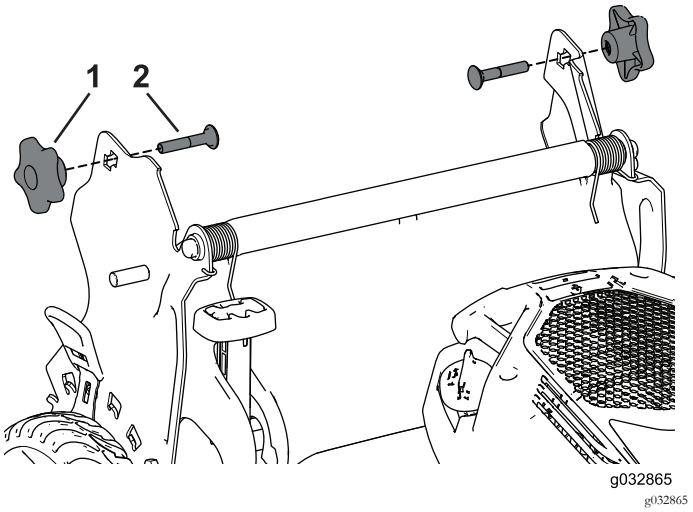

Figure 3
1. Retirez et conservez les 2 boutons et les 2 boulons de carrosserie du support du guidon (Figure 3).